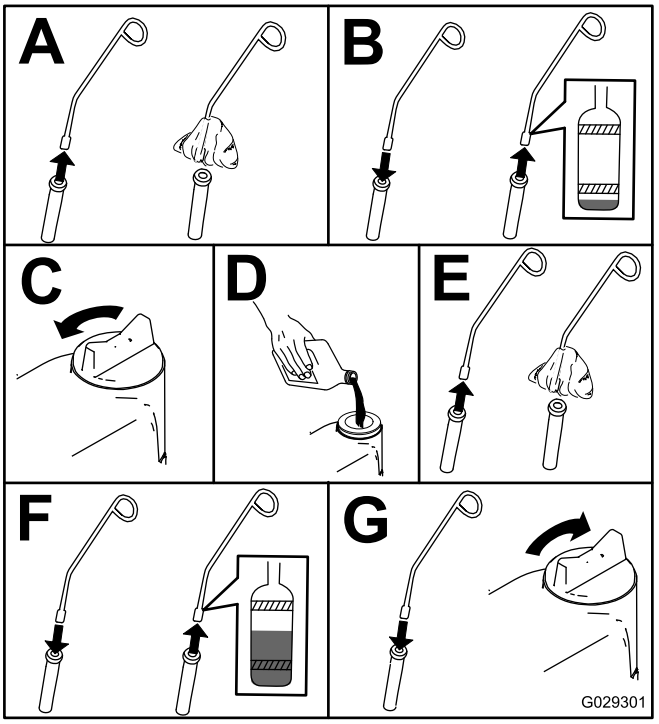

Figur 50
3. Kontroller motoroliestanden som vist i Figur 50.